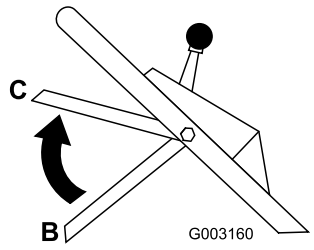

Figur 20
3. För knivstyrstången till mellanläget, ca 12,7 cm under handtagets tvärslå (läge C i Figur 20).
4. Släpp knivstyrstången (läge B i Figur 20).